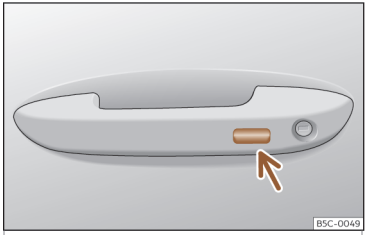

Fig. 90 Manecilla de la puerta: superficie sensora.
- **O BIEN** mediante el sistema Keyless Access (sólo cierre): Mantenga un dedo durante algunos segundos sobre la superficie sensora de bloqueo››› **fig. 90** (flecha) de la manecilla de la puerta para que se cierren las ventanillas y el techo. Si deja de tocar la superficie sensora se interrumpe la función de cierre.
- Mantenga un dedo durante algunos segundos sobre la superficie sensora de bloqueo ››› **fig. 90** (flecha) de la manecilla de la puerta para que se cierre el techo. Si deja de tocar la superficie sensora se interrumpe la función de cierre.